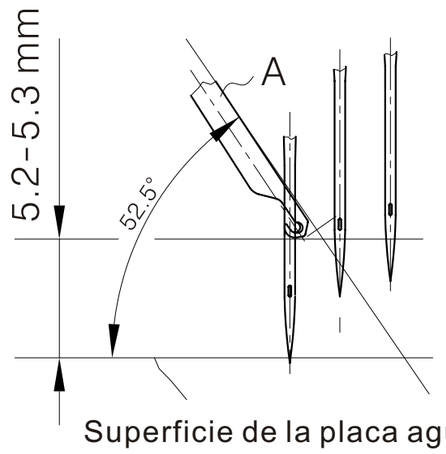

Fig. 77
1. Cuando la tapa de la cubierta de la cuchilla movible de hilos A este en el punto mas bajo, esto debe ser a 5,2 mm- 5.3 mm de la superficie de la placa aguja. (Fig. 77)